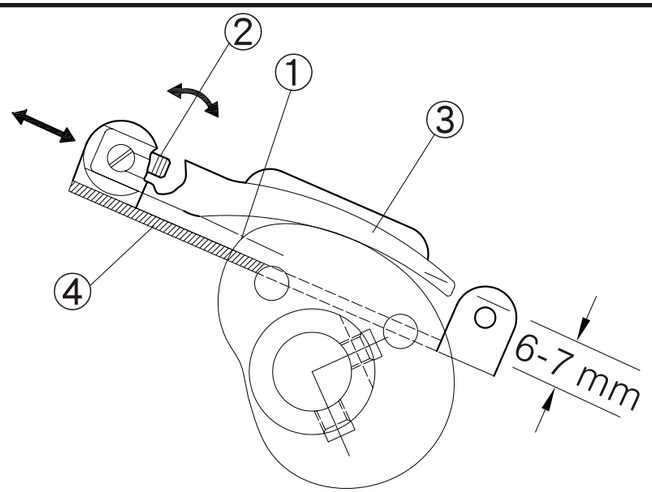

Fig. 24
2. Ajustar la guía de hilo del bucleador: (fig. 24)